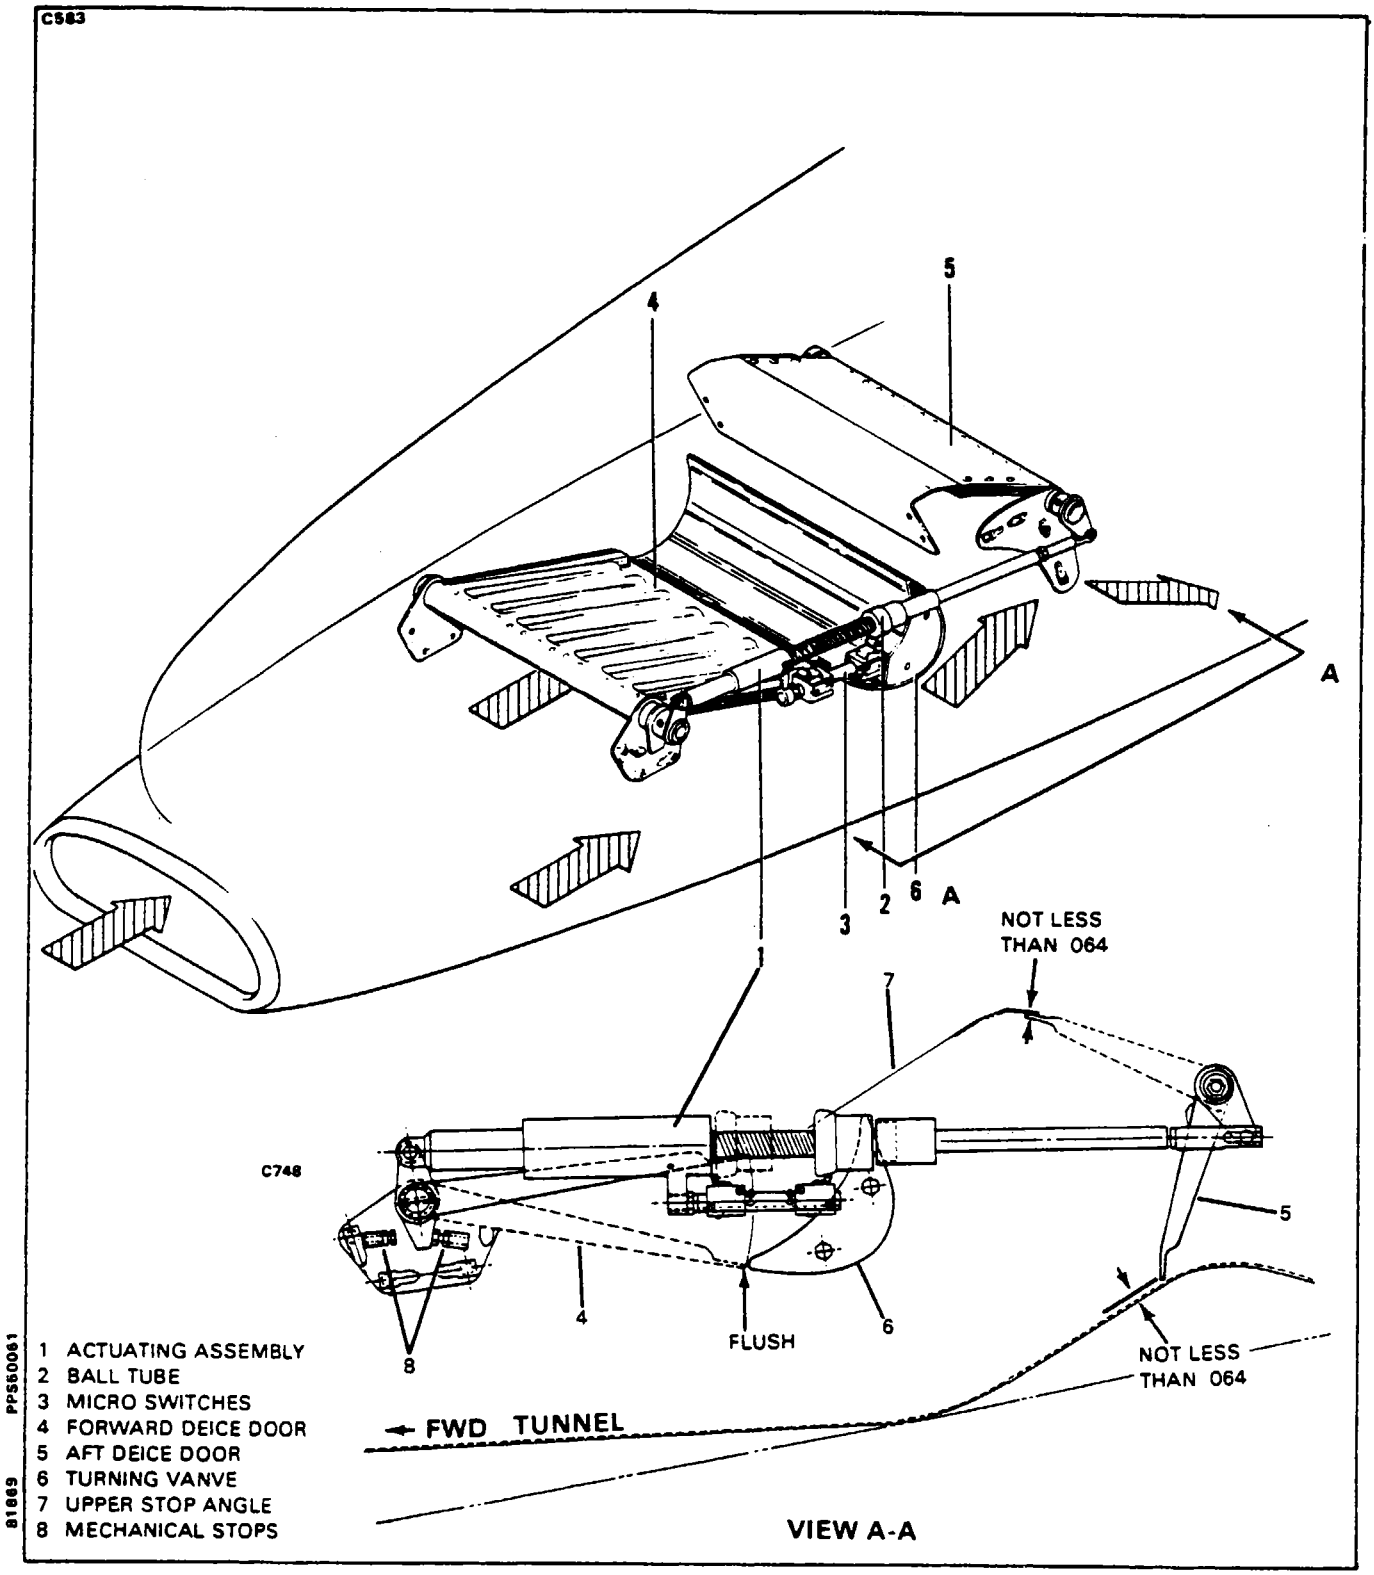

Figure 8-2a. Air Inlet Ice Protection System (S/N 31T-8304001 and up)
8. Manually position the inertial separator doors to the icing position (Front door down, Rear door up); insure that the front door trailing edge is flush with the fixed turning valve - see Figure 8-2a for this position.
14. In the icing position ascertain that the forward door does not extend below the fixed turning vane. and the rear door has no less than .064 of an inch gap between its trailing edge and the upper stop angle. (See Figure 8-2a.)